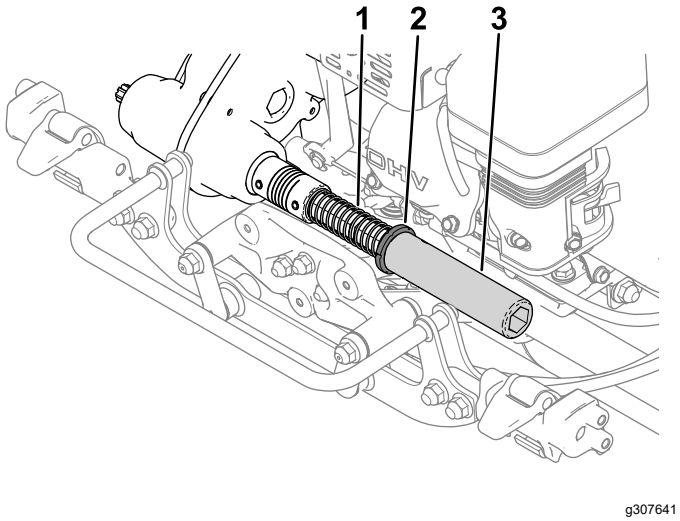

**Figure 3**
2. Montez le ressort, le collet et le tube hexagonal sur l'arbre d'accouplement de la transmission (Figure 3).